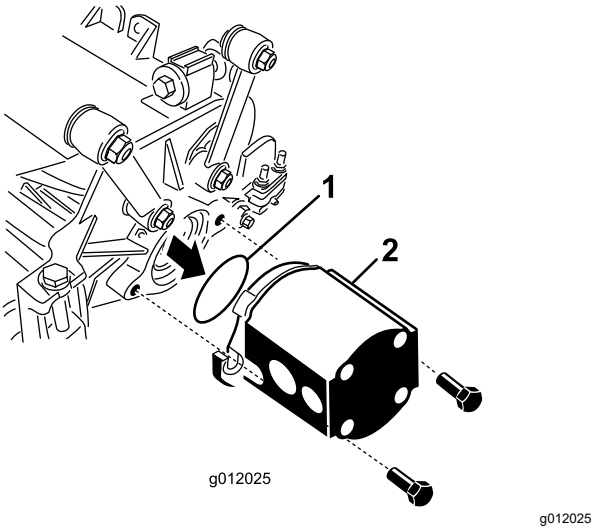

**Figur 25**
5. För in o-ringen (medföljer klippenheten) i drivmotorns fläns (Figur 25).
6. Montera motorn på klippenhetens drivände och fäst den med de två huvudskruvar som medföljer klippenheten (Figur 25).